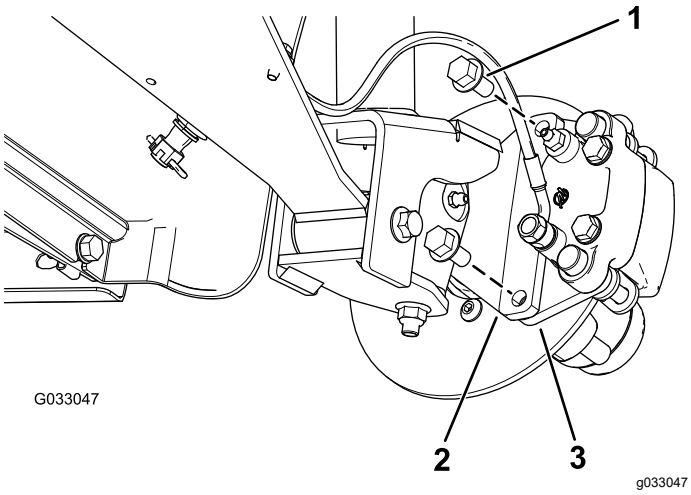
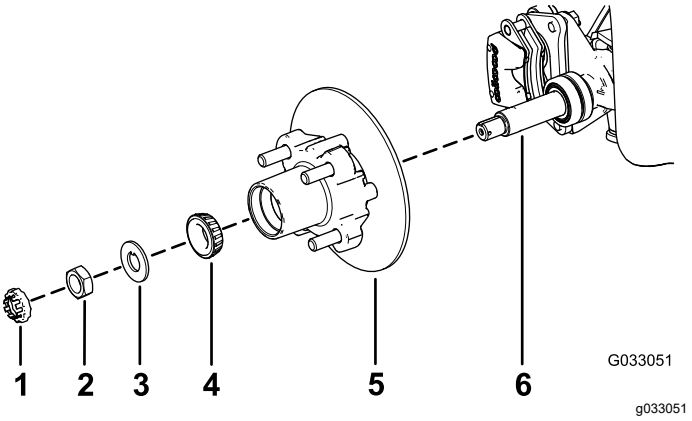

Figur 29
Figur 33
3. Fjern flenshodeboltene (3/8 x 3/4 tomme) som fester braketten for bremseenheten til spindelen og skiller bremsen fra spindelen (Figur 29).
1. Påfør et tynt, lett lag av det angitte smørefettet på spindelen (Figur 33).
2. Monter nav og rotor på spindelen med rotoren på innsiden (Figur 33).
3. Monter det utvendige lageret på spindelen, og plasser lageret i det utvendige setet (Figur 33).
4. Monter skiven med tapp på spindelen (Figur 33).
5. Skru spindelmutteren på spindelen, og stram til mutteren med et moment på 15 Nm mens du roterer navet for å sette lagrene på plass (Figur 33).
2. Innrett bremseklossene på begge sider av rotoren (Figur 29) og hullene i kaliperbraketten med hullene i bremsemonteringen på spindelrammen (Figur 33).
3. Monter kaliperbraketten til spindelrammen (Figur 29) ved hjelp av de to flensehodeboltene (3/8 x 3/4 tomme).